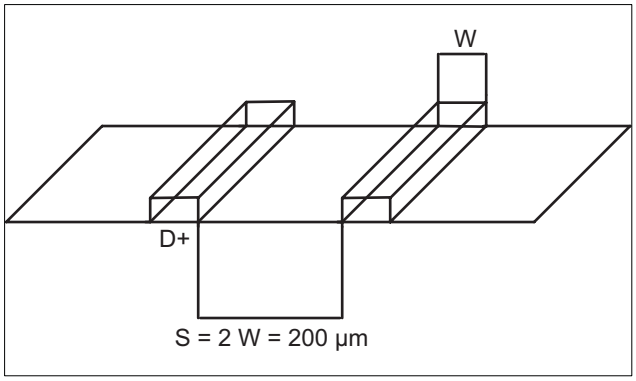

Figure 7-28. Ground Guard Illustration
- For a line width equal to W, the spacing between two lines must be 2W, at least. This minimizes the crosstalk between switching signals between the different lines. On the PCB, this is not achievable everywhere (for example, when breaking signals out from the device package), but it is recommended to follow this rule as much as possible. When violating this guideline, minimize the length of the traces running parallel to each other (see Figure 7-28).